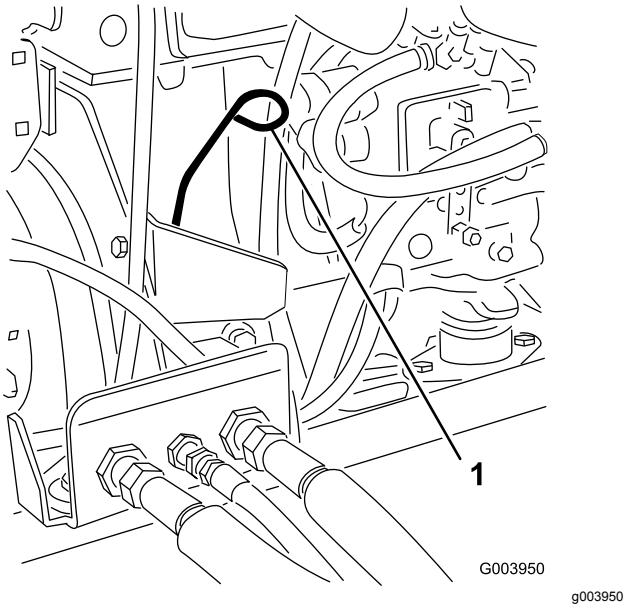

Figur 48
3. Ta ur oljestickan, torka av den och sätt tillbaka den igen (Figur 48).